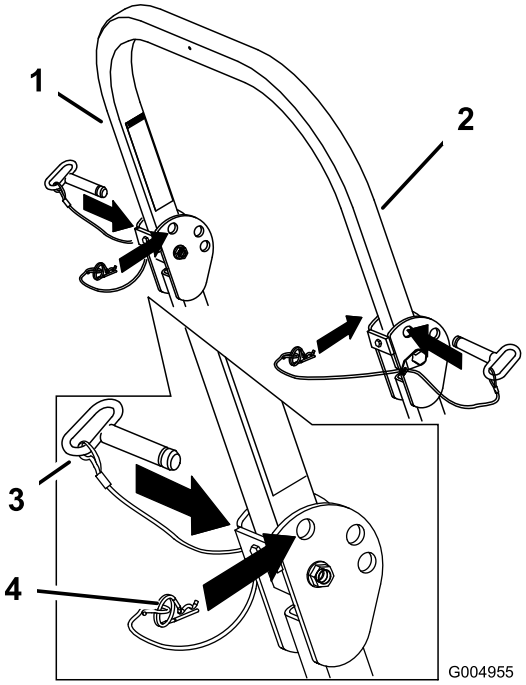

**Figuur 9**
1. Maak de R-pennen los en verwijder de 2 pennen (Figuur 9).
3. Plaats de 2 pennen en zet deze vast met de R-pennen (Figuur 9).
4. Om de rolbeugel omhoog te klappen, moet u de R-pennen losmaken en de 2 pennen verwijderen (Figuur 9).
5. Klap de rolbeugel omhoog, plaats de 2 pennen en zet deze vast met de R-pennen (Figuur 9).